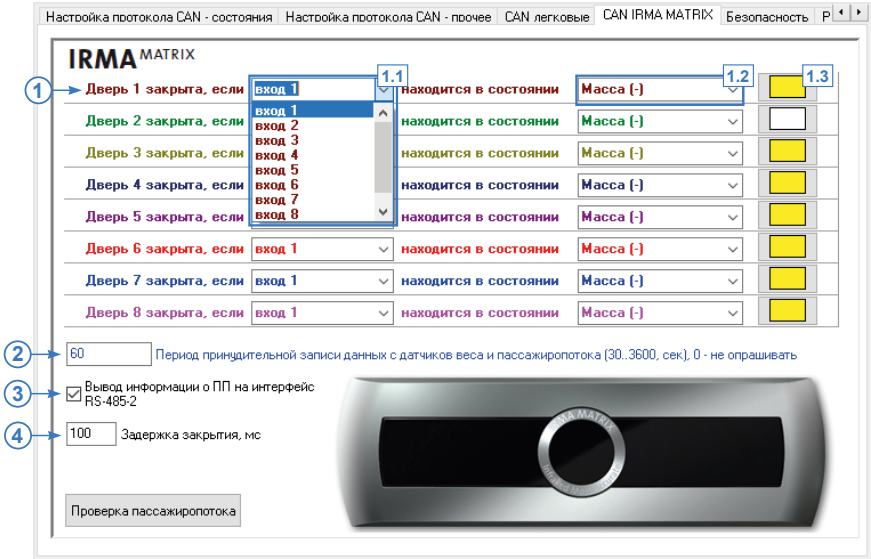

Рис.71. Вкладка «CAN IRMA MATRIX».
Перейдите на вкладку «CAN IRMA MATRIX» и включите опцию Подключение CAN IRMA MATRIX. Вам будет доступно меню настройки работы датчика **(Рис.71)**.
- Для того чтобы прибор «АвтоГРАФ» определял открытие и закрытие двери транспортного средства при помощи концевиков, для настраиваемой двери **(Рис.71, п.1)** необходимо:
- выбрать вход прибора «АвтоГРАФ», к которому подключен датчик этой двери, либо выбрать состояние «ТС движется» – при такой настройке дверь считается закрытой всегда во время движения **(Рис.71, п.1.1)**. Движение ТС определяется по скорости и ускорению, вычисленных контроллером «АвтоГРАФ»;
- если закрытие двери определяется по состоянию входа контроллера, то выбрать состояние этого входа, соответствующее закрытию двери **(Рис.71, п.1.2)**. Контроль состояния двери транспортного средства позволяет фильтровать показания датчиков пассажиропотока, когда двери ТС закрыты;
- рекомендуется также настроить входы контроллера. Для быстрого перехода в меню настроек цифровых входов (вкладки «Входы 1-4» и «Входы 5-8») предусмотрены кнопки быстрого перехода **(Рис.71, п.1.3)**.
- **Период принудительной записи данных с датчиков веса и пассажиропотока (Рис.71, п.2).** Любое изменение состояния датчика фиксируется прибором и записывается в память. Если нет данных для записи, прибор через определенный период времени опрашивает датчик и делает принудительную запись. **Период принудительной записи данных с датчиков веса**
- **Опция «Вывод информации о ПП на интерфейс RS-485-2» (Рис.71, п.3)** разрешает передачу данных о пассажиропотоке внешнему устройству по интерфейсу RS-485-2. Если такое устройство отсутствует, необходимо отключить опцию.
- **Задержка закрытия, мс (Рис.71, п.4)** – интервал времени после закрытия дверей транспортного средства, по истечении которого контроллер «АвтоГРАФ» определит закрытие дверей и выключит систему IRMA MATRIX. Задержку необходимо задавать в миллисекундах. Данная задержка предназначена для корректной обработки закрытия двери в тех случаях, когда концевик срабатывает раньше, чем дверь была закрыта реально.